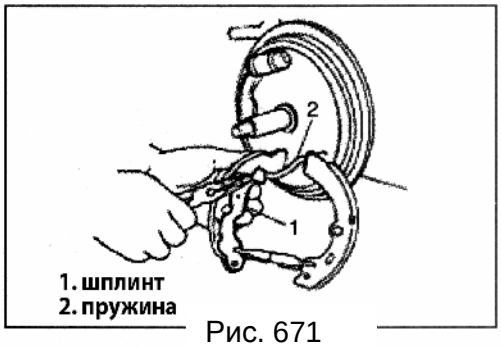

Рис. 671
2) Вращая, снимите прижимную пружину (Рис. 671).